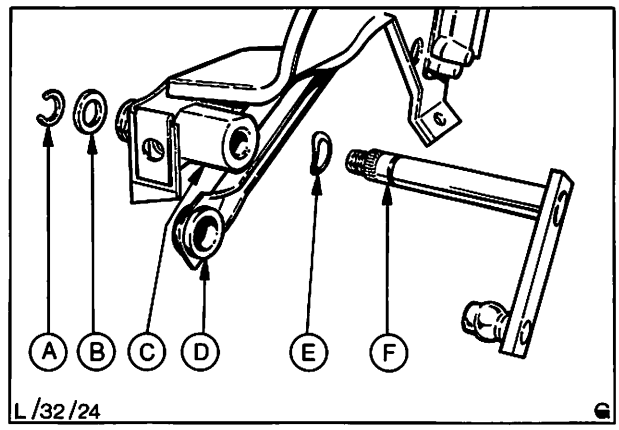

Abb. 48 Tandemlager – Einzelteile
4. Welle des Tandemlagers leicht fetten und in das Gehäuse einführen. Dabei darauf achten, daß die Wellenscheibe richtig sitzt. Dichtring auf die Welle setzen und Sprengring in die Ringnut der Welle andrücken, Abb. 48.